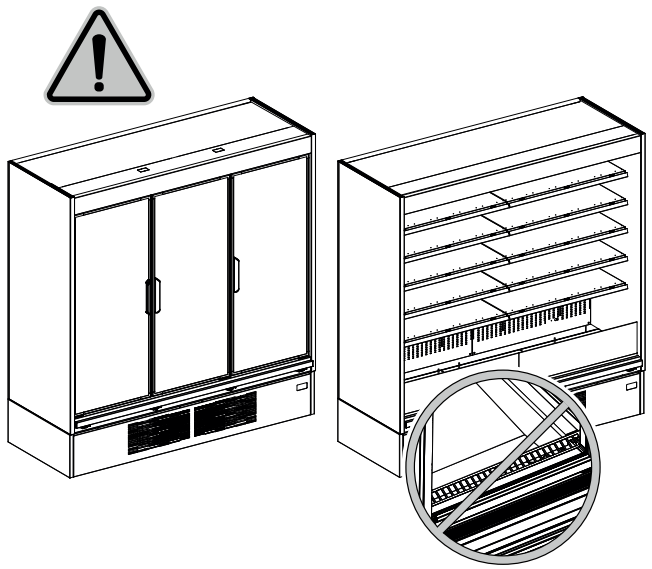

Fig. 16
- A mercadoria não obstrua o correto fluxo do ar refrigerado ("Fig. 16")